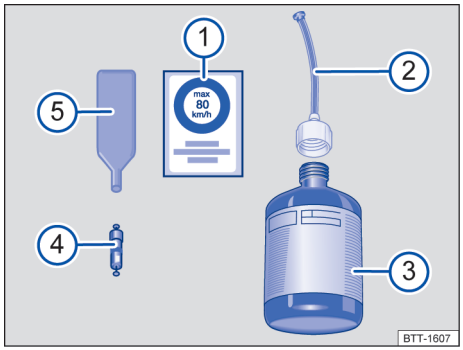

Fig. 219 Schéma de principe : composition du kit de crevaison
① Autocollant indiquant la limitation de vitesse « max. 80 km/h » ou « max. 50 mph »
② Flexible de remplissage du pneu avec bouchon
③ Bouteille de produit de colmatage des pneus
④ Obus de valve de rechange
⑤ Extracteur d'obus de valve
L'extracteur d'obus de valve → fig. 219 ⑤ possède, à son extrémité inférieure, une fente qui s'adapte à l'obus de valve. Cela constitue la seule possibilité de retirer l'obus de valve puis de la réinsérer dans la valve du pneu. Il en va de même pour l'obus de valve de rechange ④.
2. Dévissez l'obus de la valve du pneu à l'aide de l'extracteur d'obus → fig. 219 ⑤ et placez-le sur un support propre.
3. Agitez plusieurs fois vigoureusement la bouteille de produit de colmatage des pneus → fig. 219 ③.
4. Vissez fermement le flexible de remplissage du pneu → fig. 219 ② sur la bouteille de produit de colmatage des pneus dans le sens des aiguilles d'une montre.
5. Retirez le bouchon du flexible de remplissage du pneu → fig. 219 ② et enfoncez l'extrémité libre sur la valve du pneu.
8. Revissez l'obus sur la valve du pneu à l'aide de l'extracteur d'obus → fig. 219 ⑤.